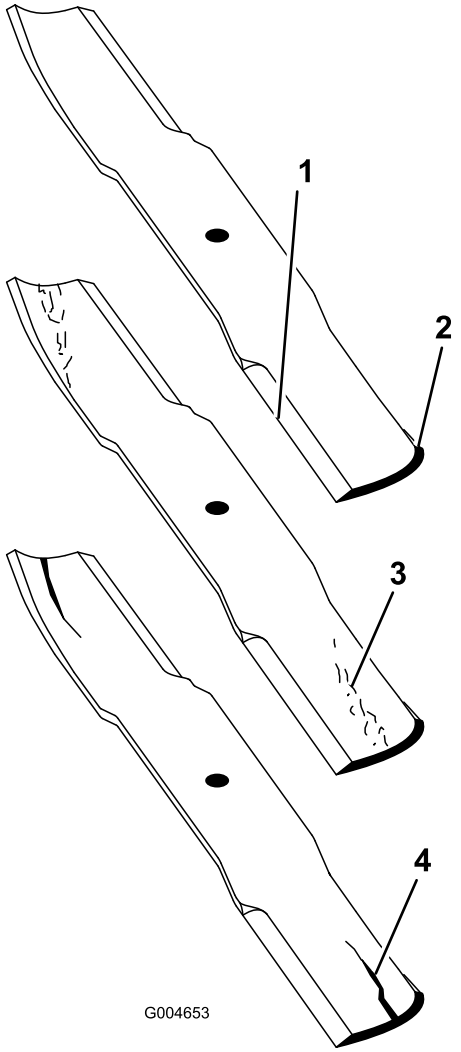

Figuur 84
2. Controleer nauwkeurig de uiteinden van het maaimes, in het bijzonder op de plaats waar het platte en het gebogen deel samenkomen (Figuur 84). Omdat het metaal dat het platte en het gebogen deel van het mes verbindt, kan wegslijten door zand en ander schurend materiaal, moet u dit steeds controleren voordat u gaat maaien. Als u een slijtplek ontdekt (Figuur 84), moet u het mes onmiddellijk vervangen.